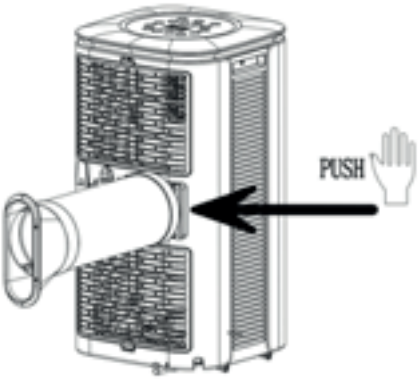

Fig. 1
1.1 Installieren Sie das Hitzerohraufbau (wie in Fig.1 abgebildet): schrauben Sie das Hitzerohr (Absaugarmaturende) in den Armaturenanschluss am hinteren Anschluss.